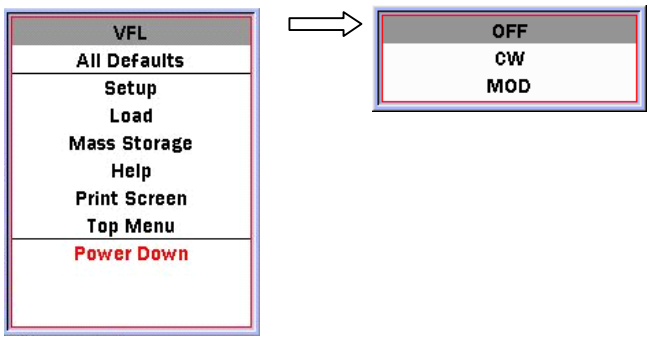

Figure 4.11-1 VFL Control Menu
2. In the menu shown in Figure 4.11-1, select **VFL** with ▲ and ▼, and then press Set.